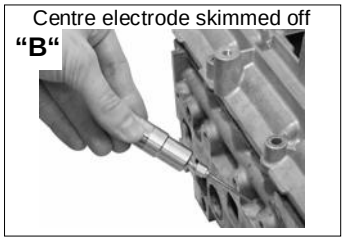

Fig. 3: Fixing holes and guide bores in the base plate.
4. On the basis of the table, determine the suitable guide bore and fixing holes in the base plate **pos. 1**. **(fig. 3)**